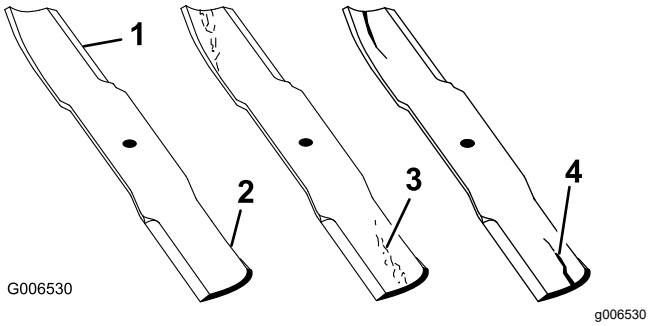

Figure 85
1. Examinez le tranchant des lames (Figure 85).
4. Remplacez immédiatement toute lame fendue, usée ou qui présente une entaille sur cette partie (Figure 85).